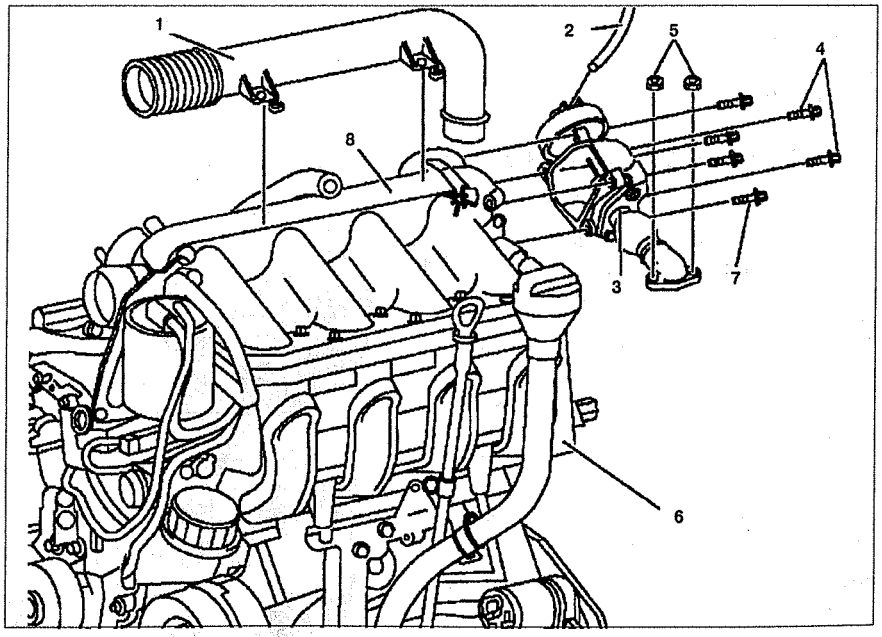

Рис. 5.45. Клапан рециркуляции отработавших газов:
1. Снимите воздухозаборную трубу воздушного фильтра **1** (см.рис. 5.45).